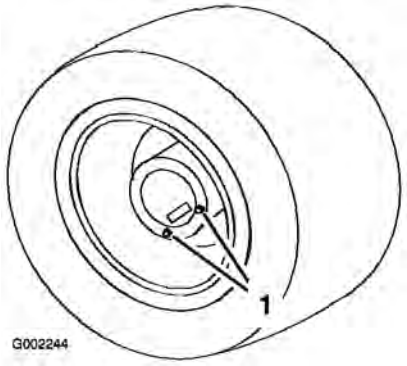

Figur 47
1. Parker sprøjten på en plan flade med baghjulene placeret til aftapning som vist i figur Figur 47.
3. Anbring en bakke under aftapningspropperne, og fjern dem fra hjulet (Figur 47).